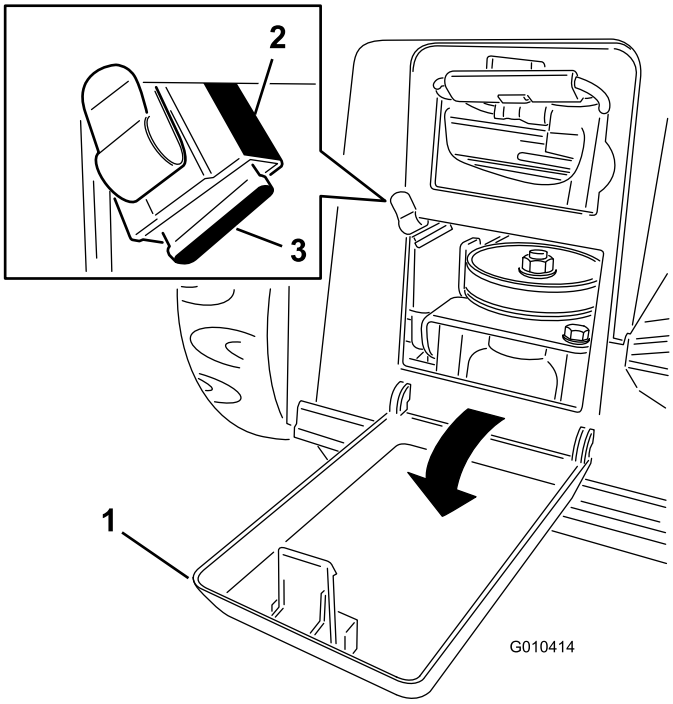

Figuur 9
1. Open het accudeksel (Figuur 9).
2. De zekeringhouder bevindt zich in de linkerbovenhoek van de opening naar het accucompartiment (Figuur 9).